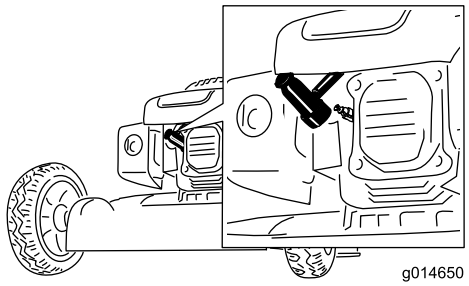

**Figuur 19**
2. Trek de bougiekabel los van de bougie (Figuur 19) voordat u onderhoudswerkzaamheden uitvoert.